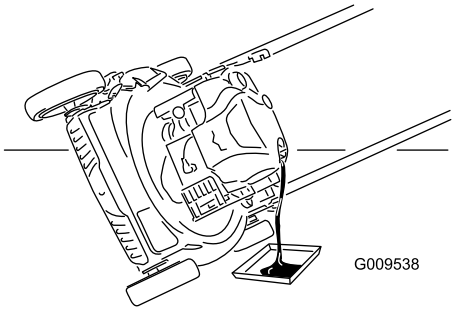

Figura 21
4. Coloque el cortacésped de lado con el filtro de aire hacia arriba para drenar el aceite usado a través del tubo de llenado de aceite (Figura 21).